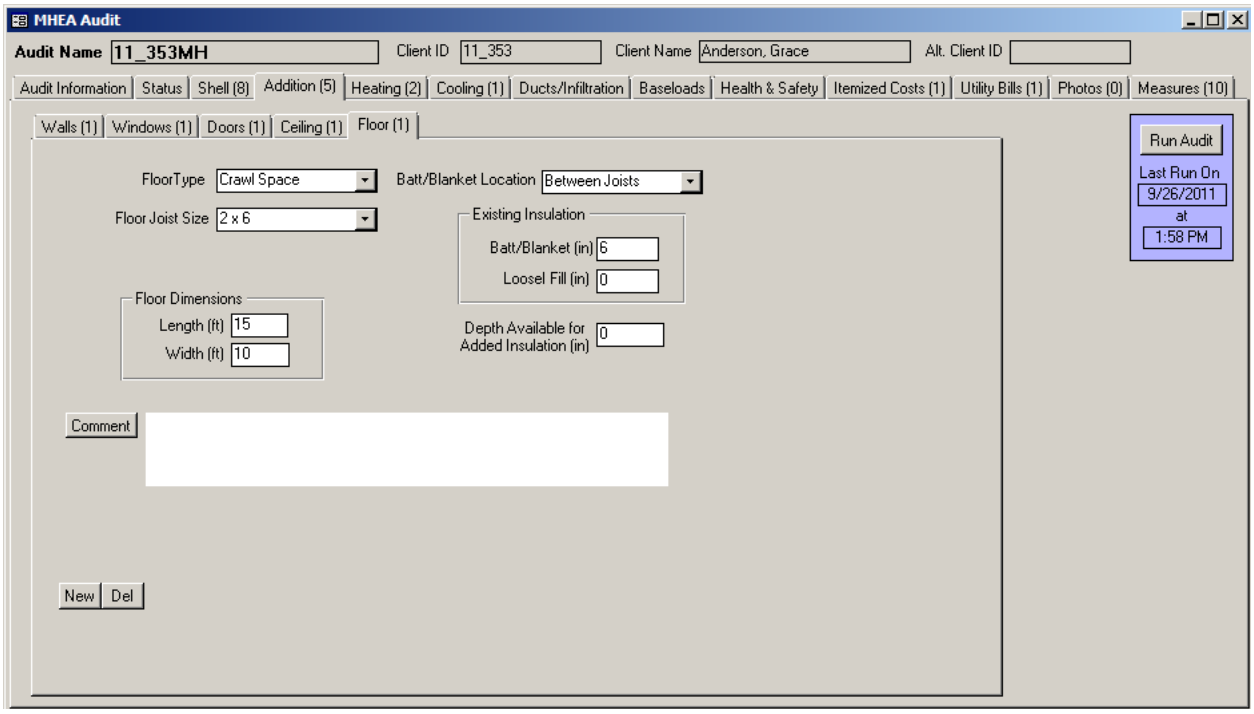

Figure 10.19. The Addition – Floor form under the Main Menu's "MHEA" button.
The Floor form (see Figure 10.19) under the Addition tab of Main Menu's "MHEA" button is used to describe the floor of the mobile home addition, including crawl space, slab-on-grade foundations, and floors exposed to the outside air. The floor can be retrofitted by adding insulation depending on the floor type and space available for adding insulation. Below are descriptions of the individual data items and controls found on the Floor form. All items are required except the Comment field.
- **Floor Type** – Select the type of floor for the mobile home addition. The choices are Crawl Space, Slab-on-Grade, and Exposed Floor. The choice affects the heat conduction seen through the floor. All of the data fields shown in Figure 10.19 are not needed if the Floor Type is Slab-on-Grade. *Required*.